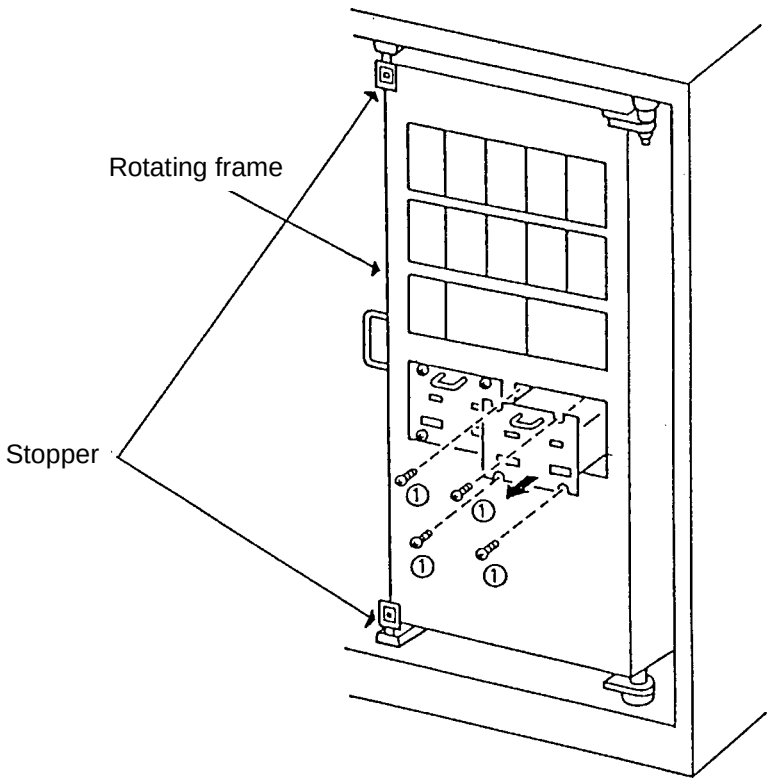

Figure 5-1 Replacement of the Unit Power Supply Fan Block
(1) Disconnect all cables connected to the fan block.
(2) Undo the four screws on the fan block front panel. (Figure 5-1 ①)
(3) Pull out the fan block.